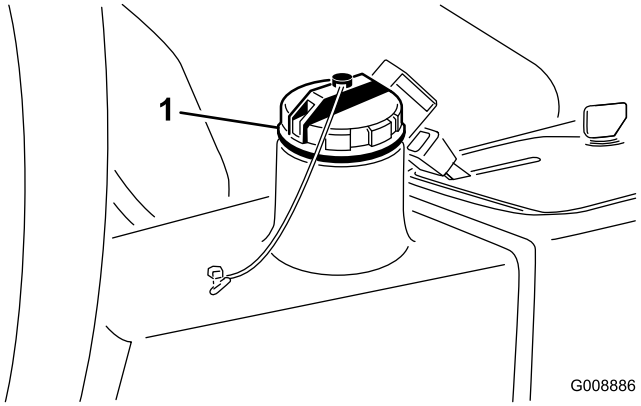

Figur 29
2. Gör rent omkring påfyllningsröret och hydraultanklocket (Figur 29). Skruva av locket.